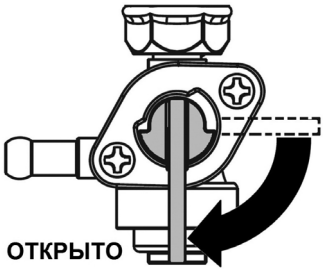

Рис. 10 Рычаг топливного крана
3. Откройте топливный кран переводом рычага в вертикальное положение (Рис. 10).